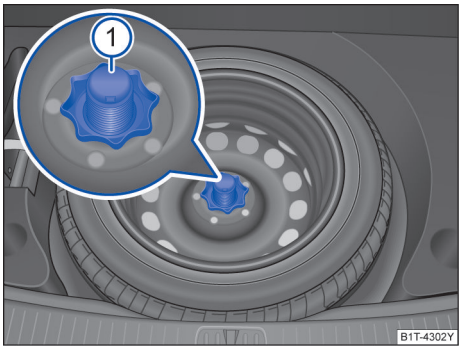

图 240 行李厢内：备用车轮固定手轮
– 逆时针拧下备用车轮中间的固定手轮→ 图 240 ①，拆下备用车轮。